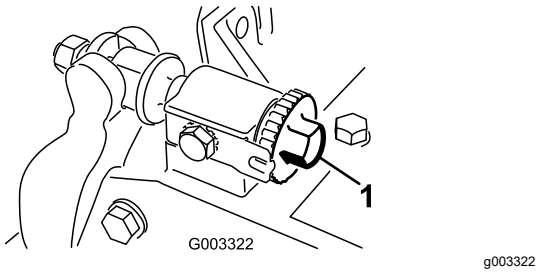

Rysunek 10
2. Przekręć śruby regulacji noża dolnego w lewo, aby wyeliminować kontakt listwy noża dolnego z wrzecionem (Rysunek 10).